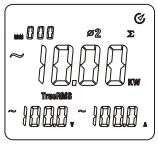

rys.7-4
* Następnie (patrz rys. 7-4), naciśnij przycisk Σ ponownie, aby zapisać w sumatorze moc drugiej fazy.